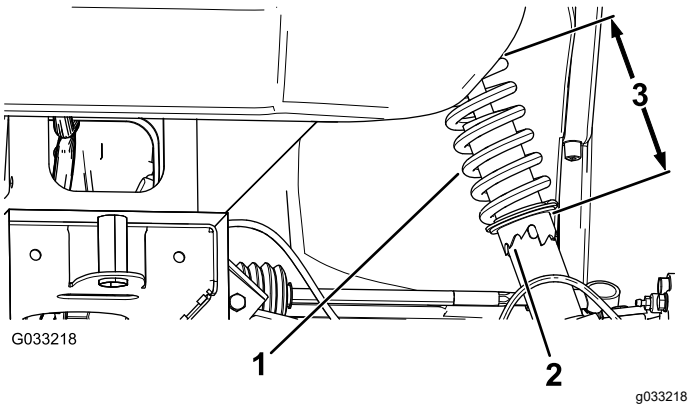

Figur 45
2. Hvis hjulets hældning ikke er korrekt, skal du bruge gaffelnøglen til at dreje muffen på støddæmperen og tilpasse hjulsporingen (Figur 45).